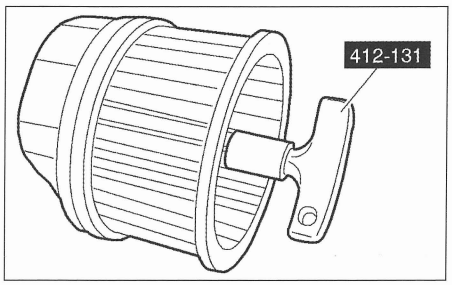

FIG. 10
• Desmontar el ventilador de calefacción con un útil adaptado (útil Ford ref. 412-131) **(fig. 10).**